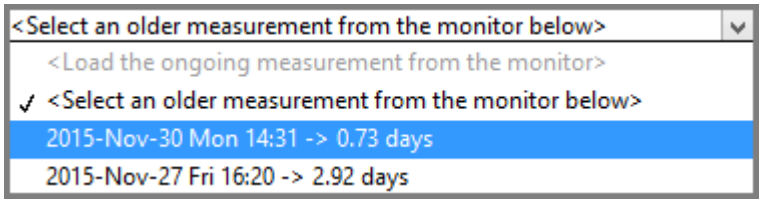

Figure 4-4: Pull down menu displaying old data set
Old measurement	a) **Pull down menu** (1) displays **"SN:2700ABCDEF"** b) New **Pull down menu** as indicated by (3) pops up below the **Load button.** Choose any old data set below ***"<Select an older measurement from the monitor below>".*** The data sets are in chronological order with the newest data sets at the top. Example for pull down menu (3) is shown in Figure 4-4 c) Push ***"Load data from monitor - ..."*** (2) .
From the above Figure 4-4, we can notice two data sets. Data set **"2015-Nov-27 Fri 16:20 -> 2.92"** is the oldest data set where the measurement was started on 27 Friday November 2015 and lasted for approximately 3 days. Second data set **"2015-Nov-30 Mon 14:31 -> 0.73 days"** was started on 30 Monday November 2015 14:31 and lasted for about 1 day.